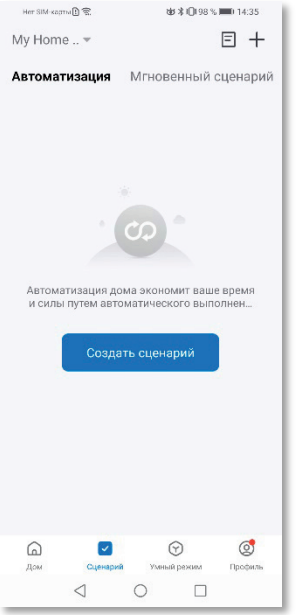

Рисунок 14.
1) На вкладке «**Сценарии**» приложения Smart Life нажмите кнопку «**Создать сценарий**» (рис. 14).